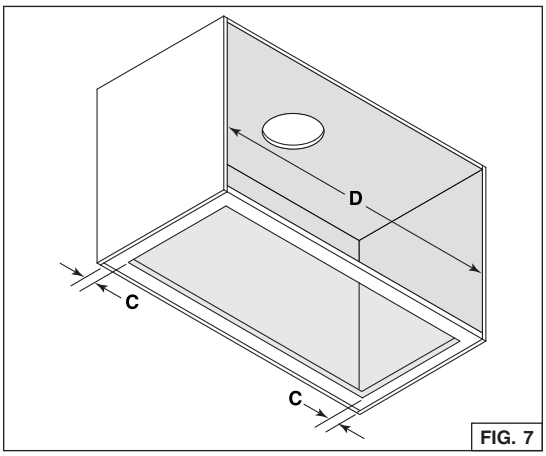

FIG. 7
2. Measure the remaining material of the cabinet bottom sides (**C**), (FIG. 7) if it is 1/4" or more, there is no need to use the cabinet brackets. Go to step 7 on page 9.
3. When there is less than 1/4" remaining material (**C**), carefully remove those strips. Measure the cabinet inner width (**D**) (FIG. 7). Refer to the table below to see which cabinet bracket edge configuration must be used.